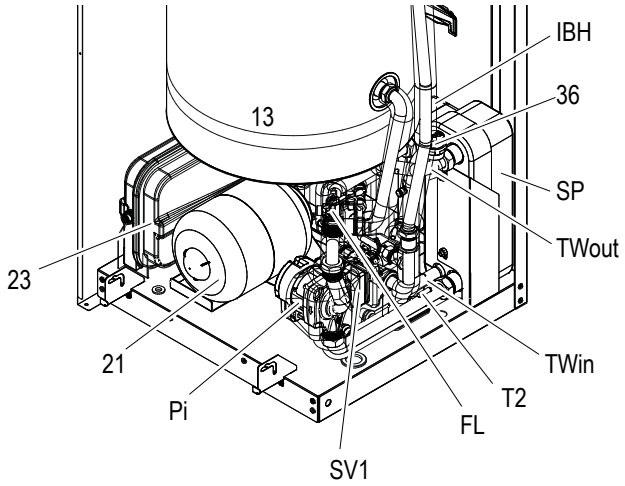
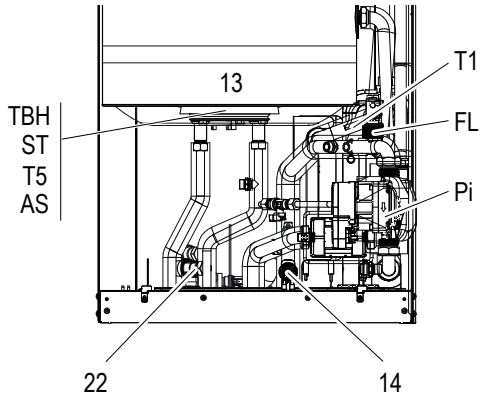
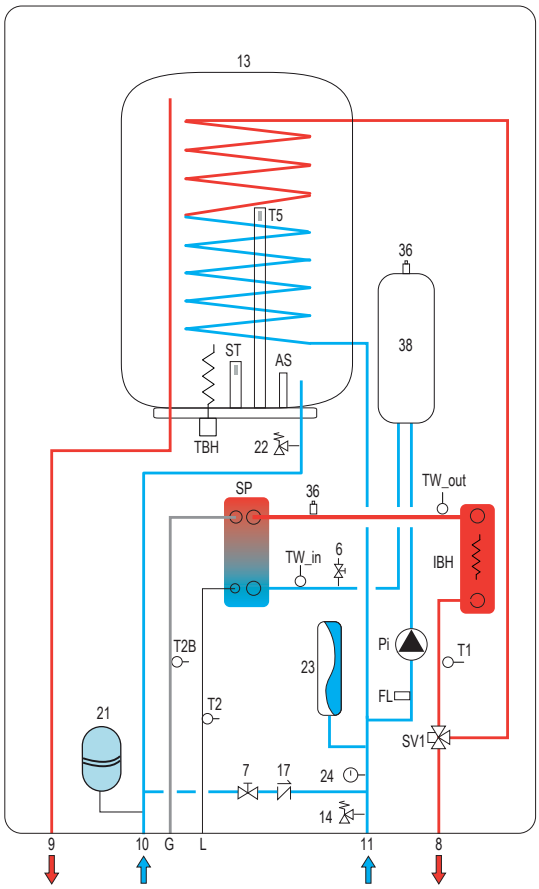
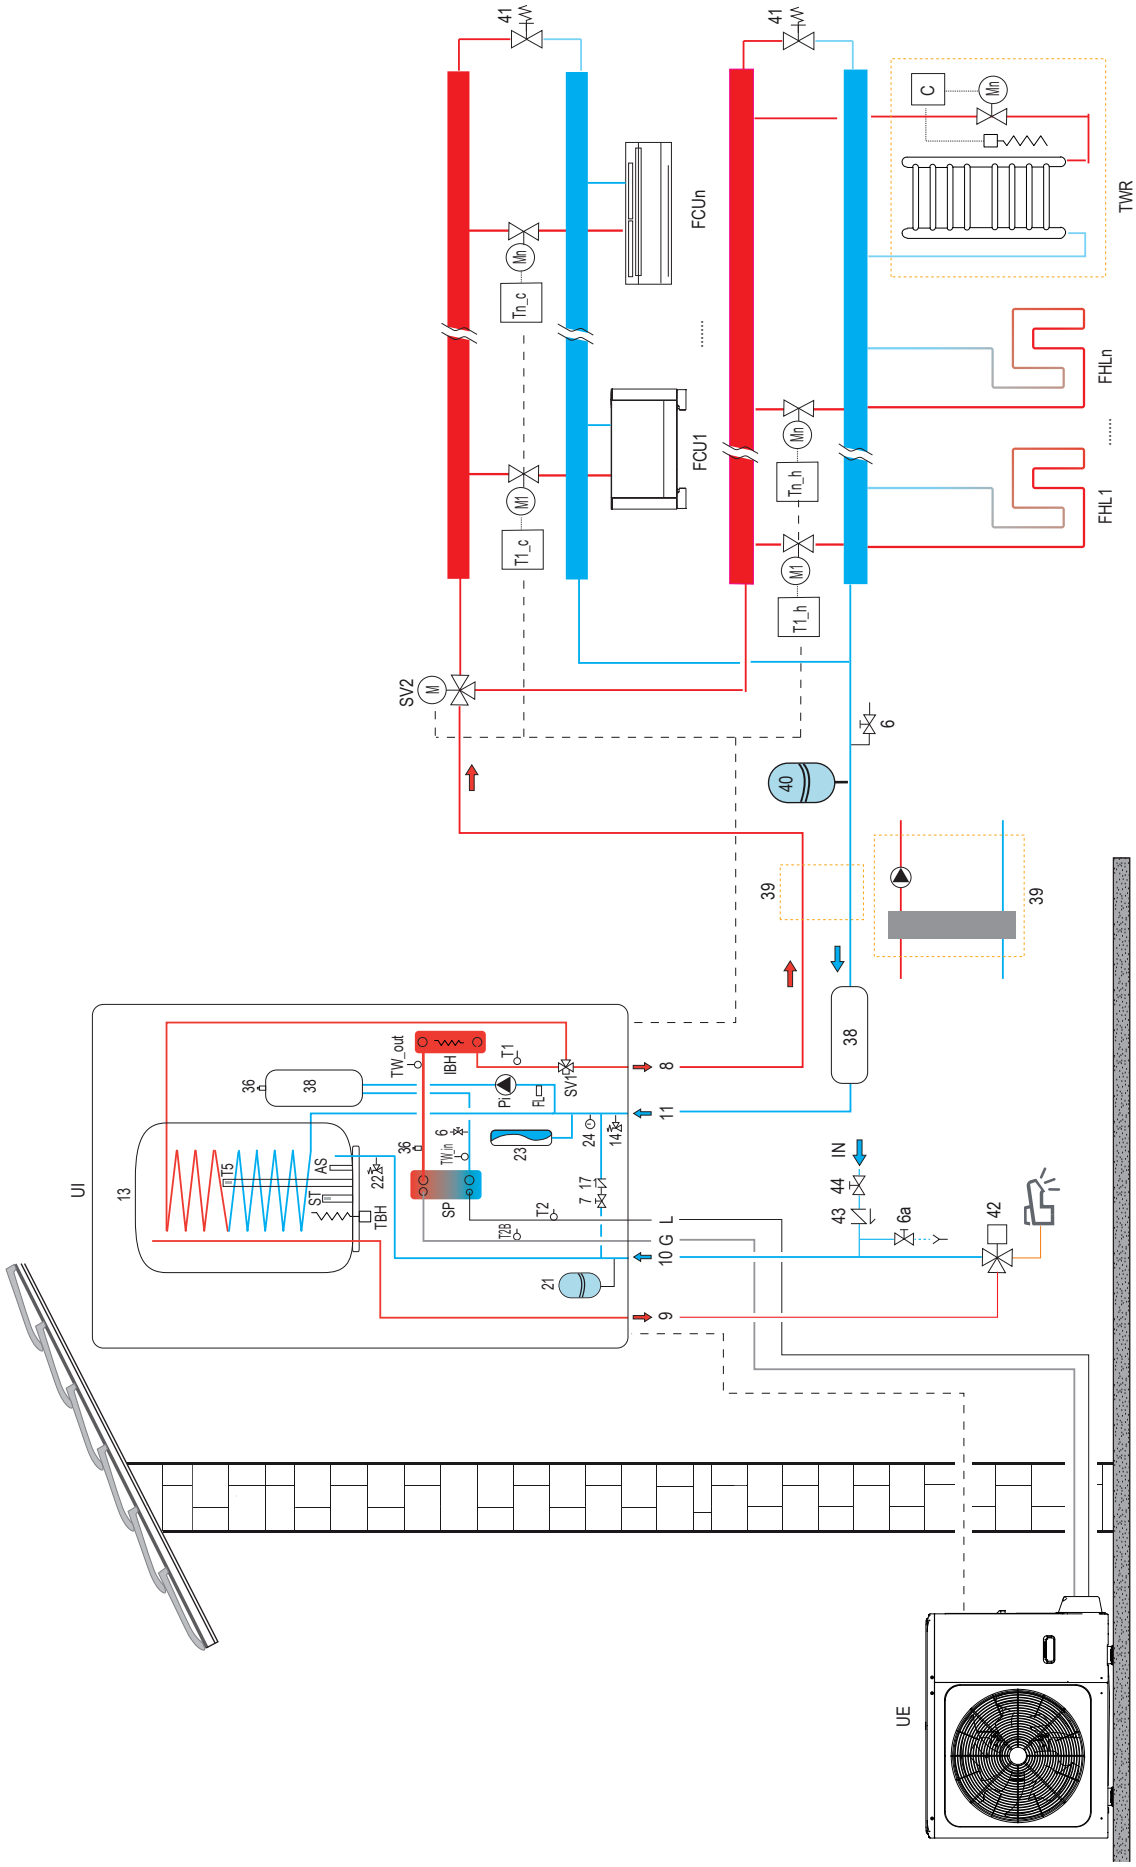

rys. 4 - Widok ogólny
rys. 5 - Opis elementów - widok z przodu (bez ref. 21 i 23)
rys. 6 - Schemat hydrauliczny jednostki wewnętrznej
rys. 7 - Przykładowy schemat systemu
LEGENDA ("rys. 4 - Widok ogólny", "rys. 5 - Opis elementów - widok z przodu (bez ref. 21 i 23)", "rys. 6 - Schemat hydrauliczny jednostki wewnętrznej", "rys. 7 - Przykładowy schemat systemu"
Legenda do rysunku rys. 7 znajduje się na poprzedniej stronie.